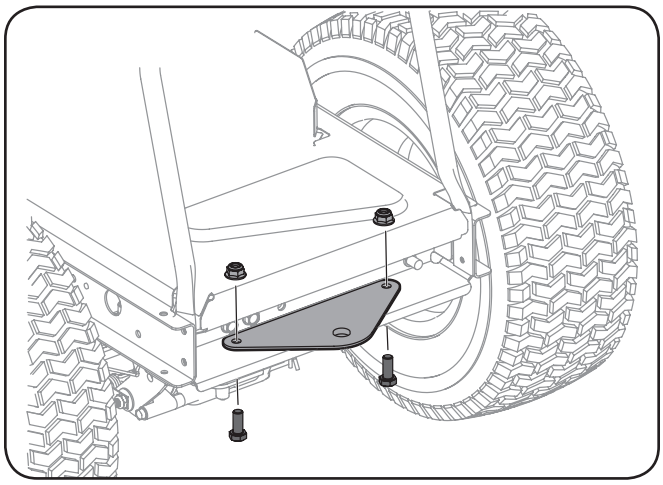

Figure 3-11
1. Retirez le matériel installé en usine plaque d'attelage de montage située sur la plaque d'attelage. Voir la figure 3-11.
2. Positionnez la plaque d'attelage, côté plat vers le haut comme sur la Figure 3-11. Fixez à l'aide de deux boulons et écrous retirés précédemment.